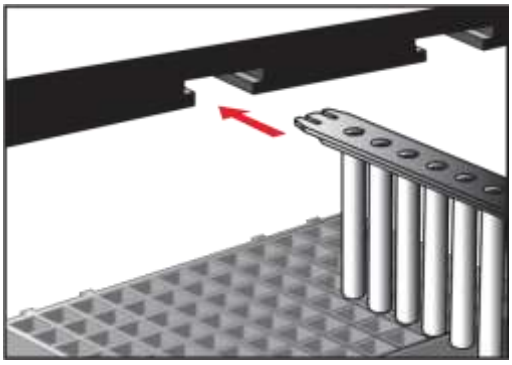

Figura 7: Insertando la tira de varillas de plástico en su posición
4. Inserte la tira de varillas de plástico en el soporte de la tira de acuerdo con la placa de muestras a procesar y empújela hasta el final (figura 7).